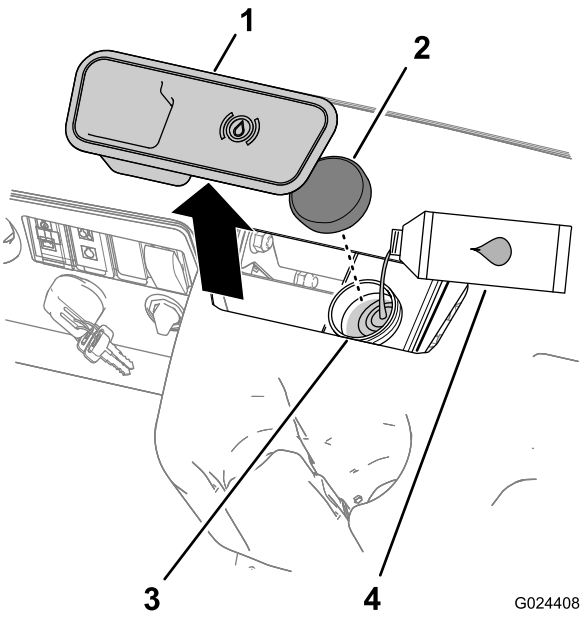

Figur 15
2. Ta bort gummipluggen mitt på och ovanpå instrumentbrädan så att du kommer åt huvudbromscylindern och behållaren (Figur 15).
A. Rengör området runt behållarens lock och ta av locket (Figur 15).
C. Sätt tillbaka behållarens lock (Figur 15).